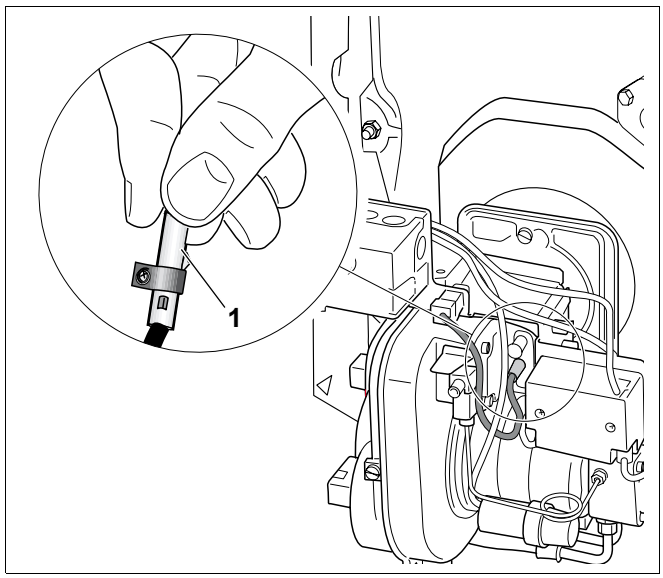

Рис. 17 Проверка работы датчика пламени
- При работающей горелке вынуть датчик пламени, взяв его за предусмотренную для этого ручку (рис. 17).
- Закрыть датчик пламени (рис. 17, **поз. 1**). После повторного запуска должно произойти отключение из-за неисправности.